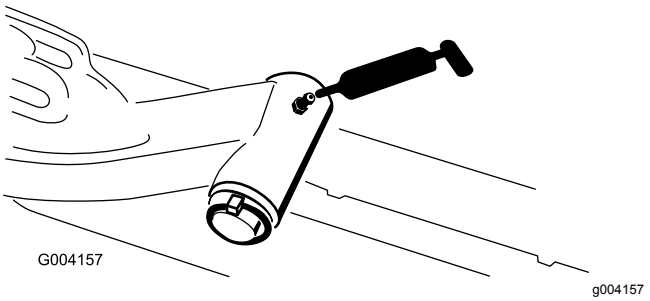

Figuur 46
- Draaias van hefarm (1) (Figuur 46)